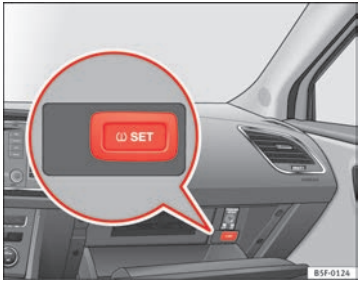

Fig. 107 Glove compartment: tyre control switch
- Store the new tyre pressure in the Easy Connect system with the button CAR and the function button Setup ⇒ page 79 or using the switch located in the glove compartment* ⇒ Fig. 107. ▶